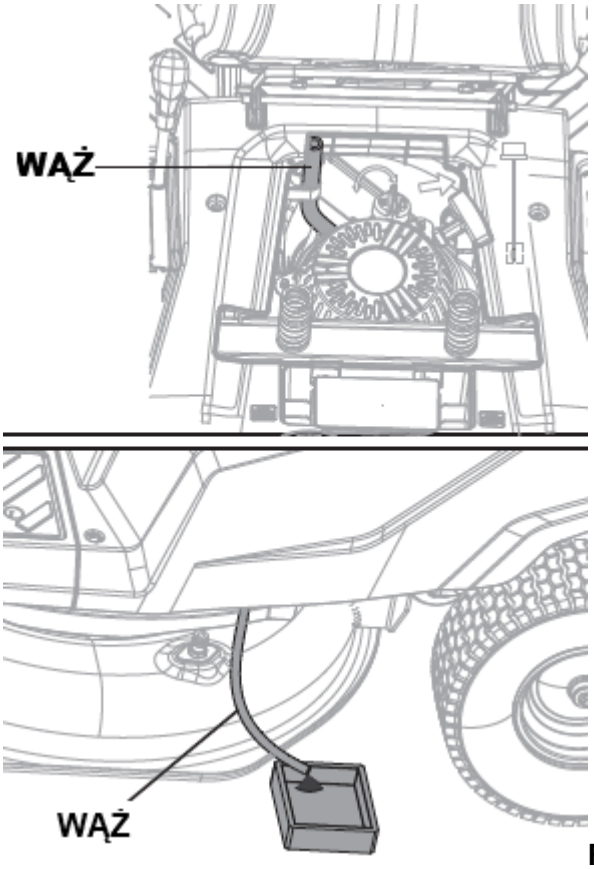

Rys. 22
• Zdejmij jeden koniec węża jak na Rys. 22